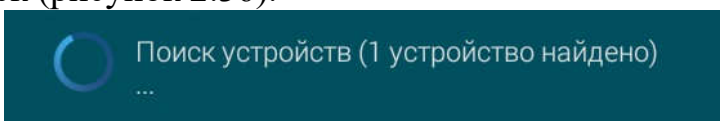

Рисунок 2.36
2.3.7.5.4 Нажать кнопку «Поиск устройств», после чего начнётся автоматический поиск (рисунок 2.36).